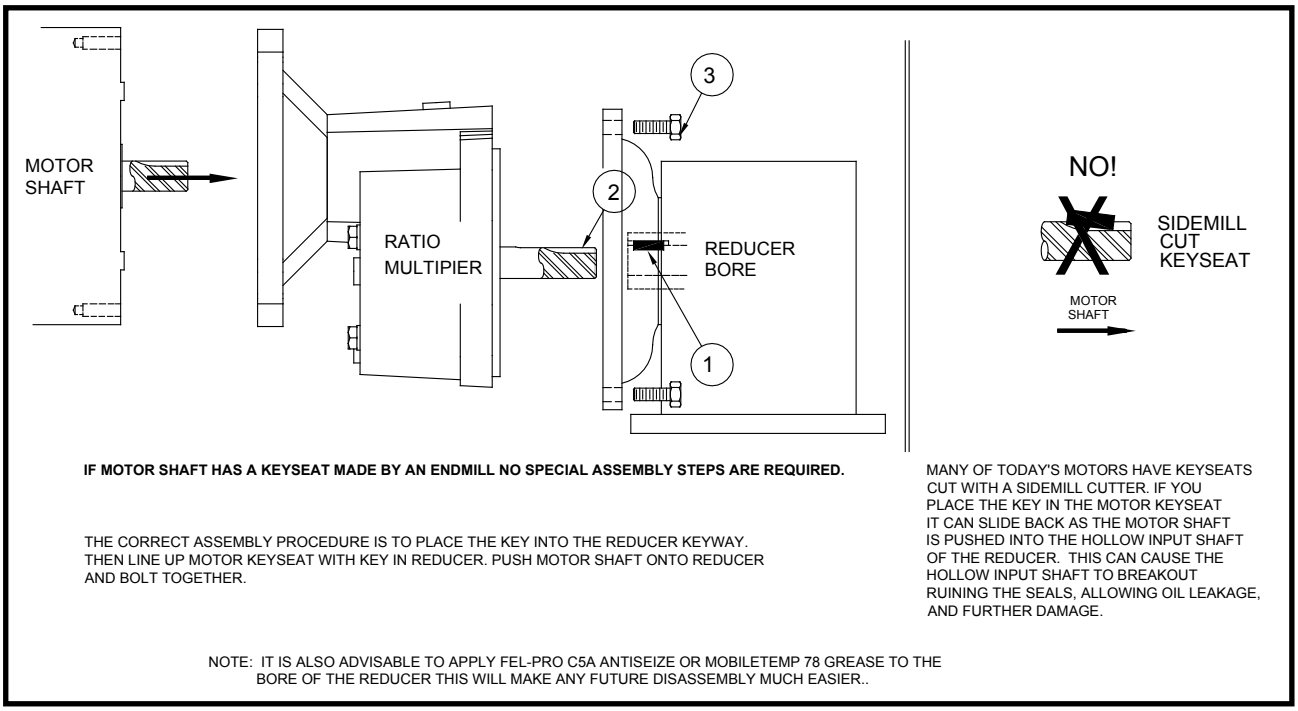

FIGURE 4
1. **ASSEMBLE / DISASSEMBLE MOTOR TO REDUCER** - Because many of today's motor keyways are cut with a sidemill cutter, the following assembly instructions should be followed to insure a trouble-free fit between motor and reducer. First, place the key into the reducer keyway. Second, line up the motor keyseat with the key and push the motor shaft into the reducer bore. Third, finish assembly by bolting the motor to the reducer flange. This insures that the key does not slide back in the motor keyseat. See ***FIGURE 4.***